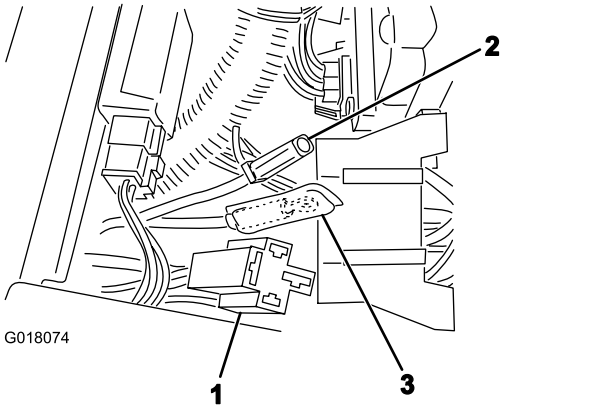

Figur 12
1. Anslut tillbehörsreläkontakten på traktorenhetens kablage till effektreläet (Figur 12).
2. Anslut den stora röda kabeln (Figur 12) från det extra säkringsblocket till motsvarande kontakt i traktorenhetens kablage.
5. Anslut de svarta kablarna från traktorenhetens och satsens kablage till jordblocket (Figur 12 och Figur 13).